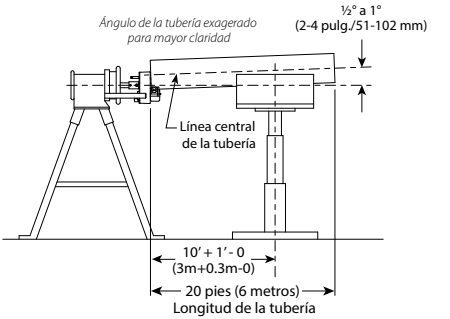

FIGURA 1 - SOPORTE DE TUBERÍAS
b. Ponga el soporte para tuberías a una distancia de la herramienta ligeramente mayor que la mitad de la longitud de la tubería o tubo que va a ranurar. Consulte la Figura 1 arriba.
d. Ajuste la altura del soporte para tuberías de modo que la tubería se ubique entre ½º y 1º **SOBRE** el nivel. Vea la Figura 1. **NOTA:** La tubería o tubo se debe insertar en los rodillos mientras se ajusta la altura del soporte para tuberías.
- **La Figura 1 muestra el soporte ajustable para tuberías Victaulic (VAPS 112). El soporte VAPS 112 es apto para tamaños de ¾ – 12 pulg. El modelo Victaulic VAPS 224 es apto para tamaños de 2 – 24 pulg. Consulte la sección "Accesorios".**